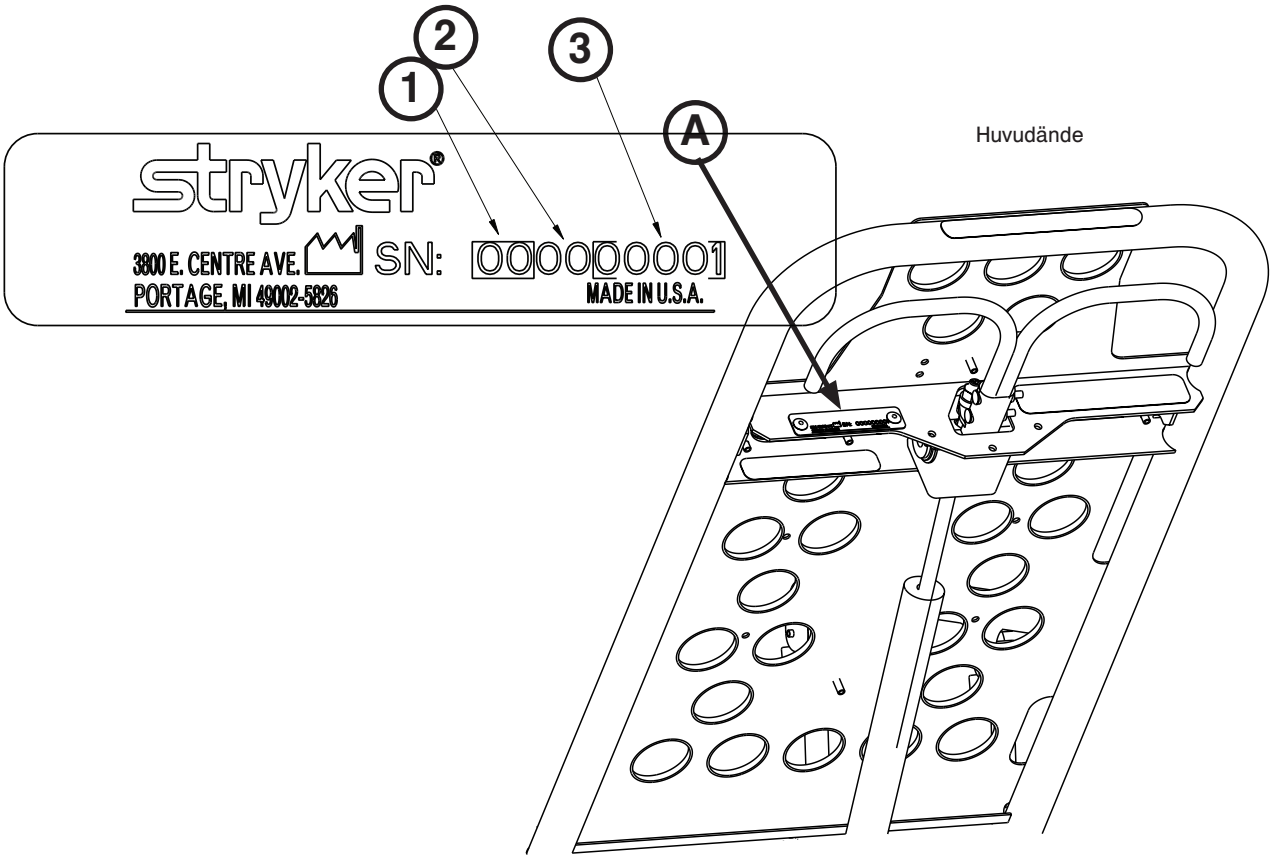

Figur 1
Var god ha serienumret (A) för Stryker-produkten tillgängligt (som visas i Figur 1) när du ringer Strykers kundtjänst eller tekniska support. Uppge serienumret i all skriftlig kommunikation.
Se Figur 1 och följande nyckel för mer information om serienummer: